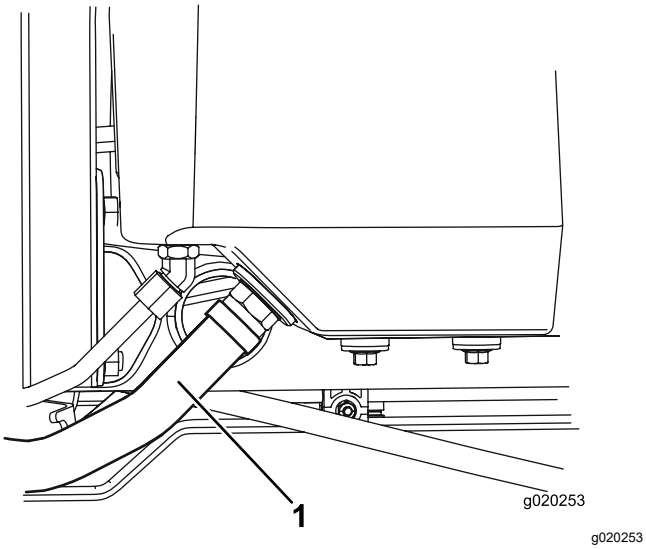

Figur 77
2. Koppla bort den stora hydraulslangen (Figur 77) från tanken och låt hydraulvätskan rinna ut i ett kärl.